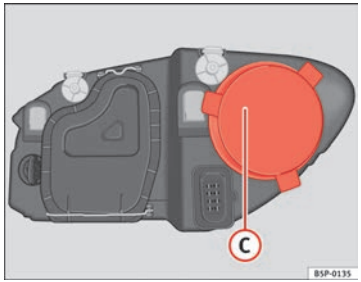

Fig. 185 Main beam headlights
– Remove the cover ⇒ Fig. 185 (C) by pulling on this.